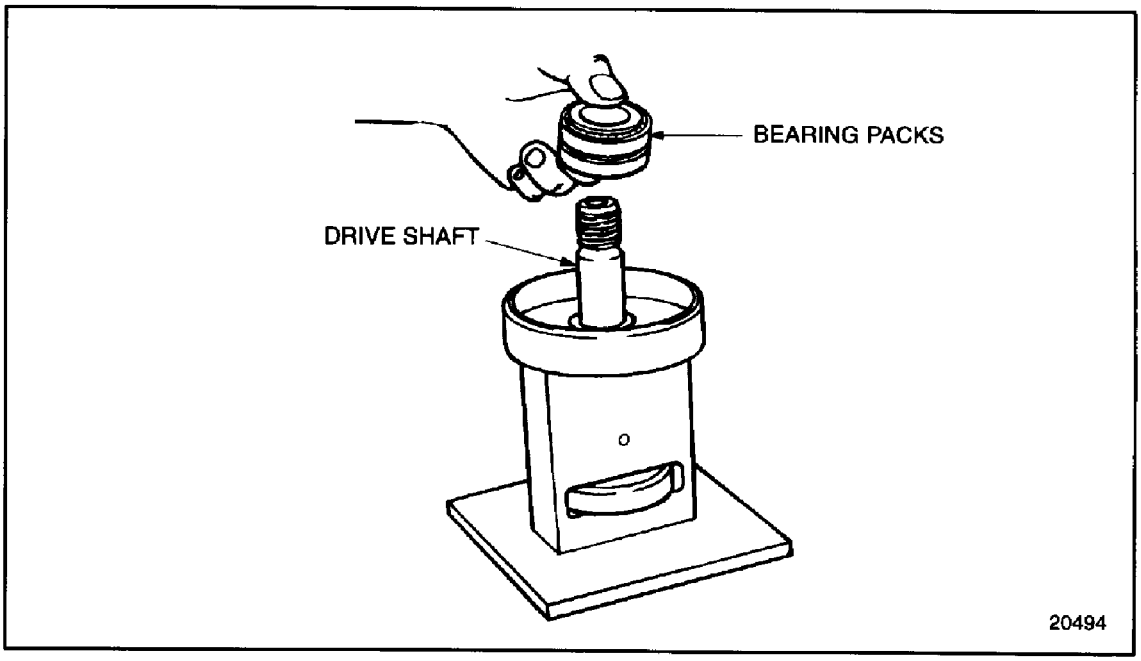

Figure 4-45 Bearing Placement (FM)
4. Install the assembled bearing packs to the drive shaft. See Figure 4-45.